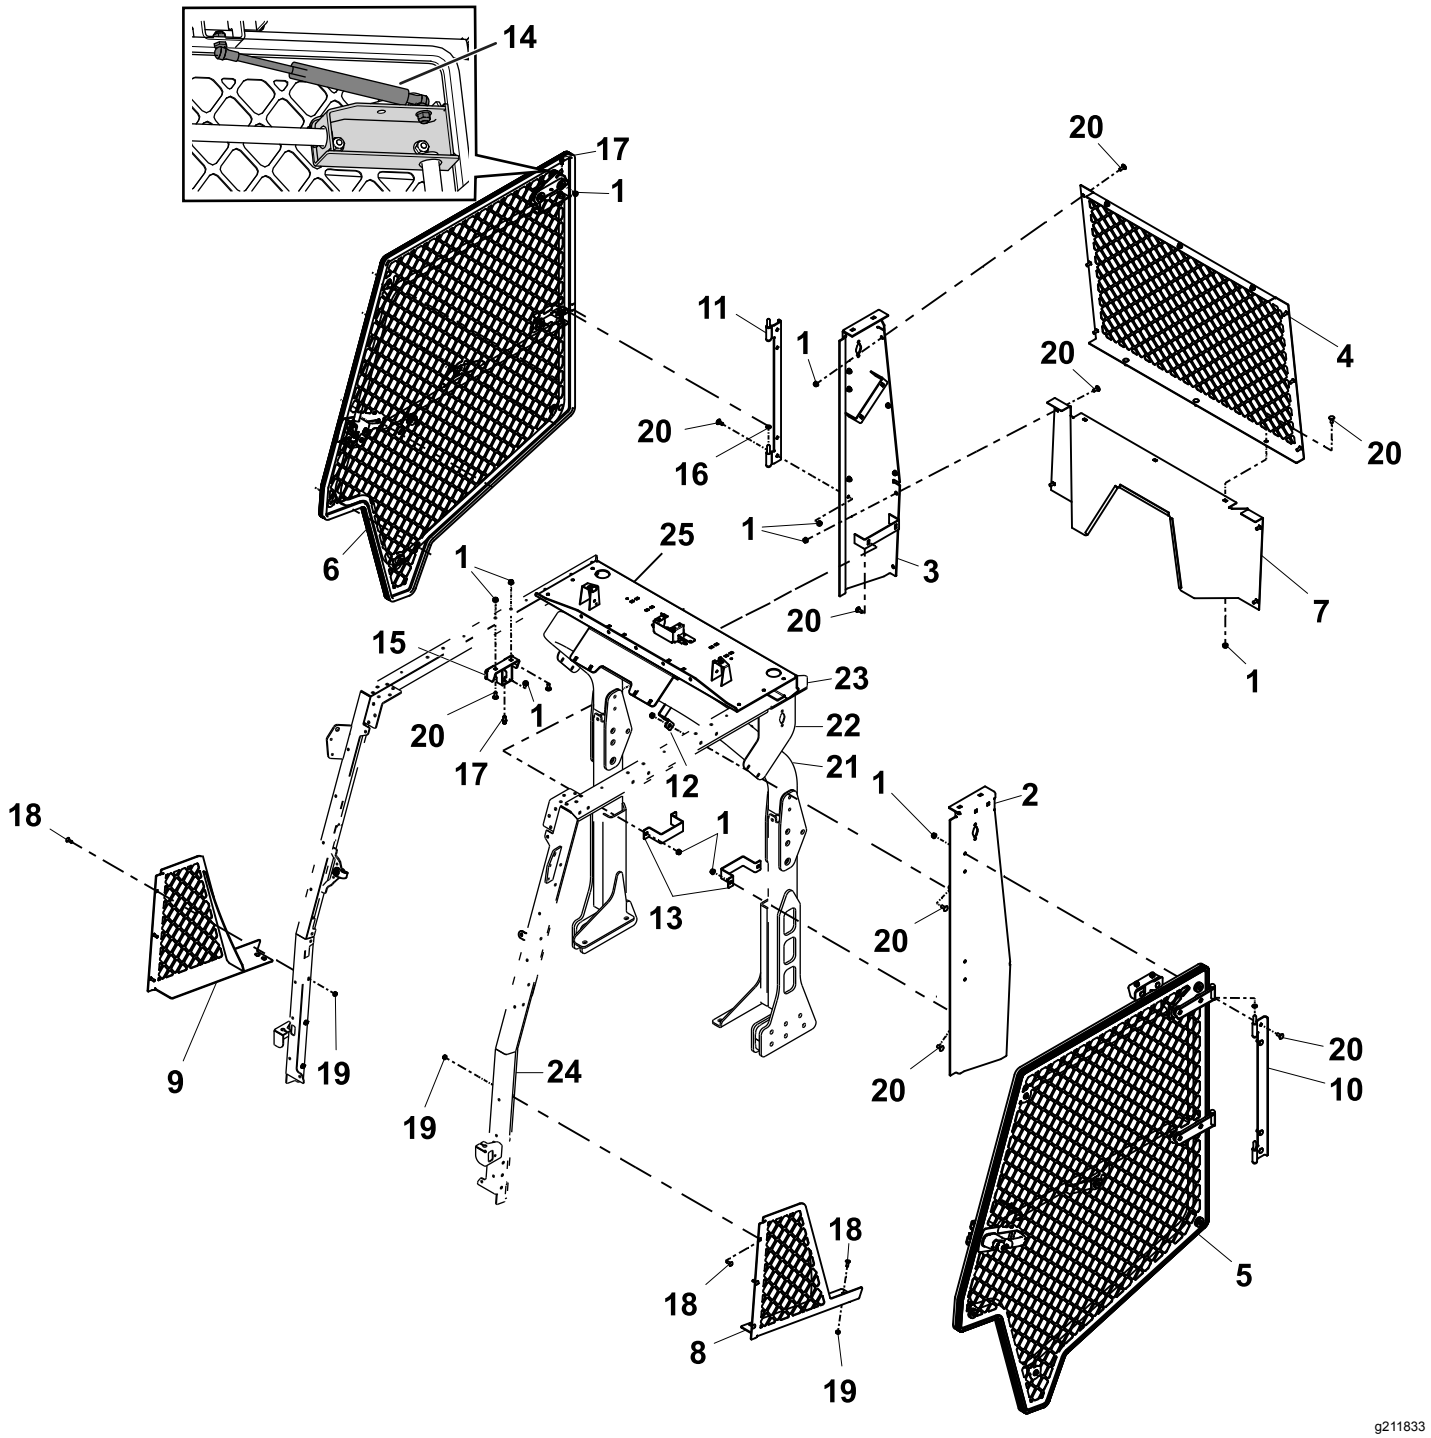

Figur 2
6. Hvis en veltebeskyttelsesforlengelse med to stolper er montert på enheten, må du fjerne sidepanelene som brukes til å montere lysene på veltebeskyttelsesstolpen (Figur 2).
Se Figur 2 når du utfører de følgende trinnene.